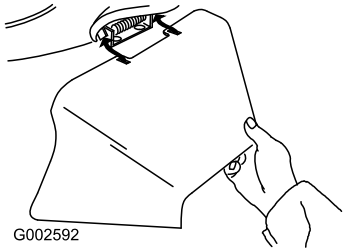

Figur 30
3. Monter sideudblæsningsrøret, og fæld pladen ned på røret (Figur 30).